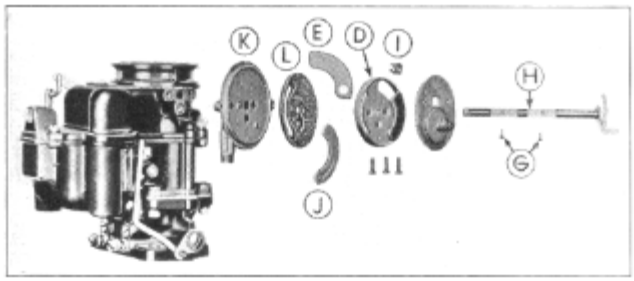

Figure 25
(71) Remove piston plate (D), port plate (J), piston plate strainer (E), cork insulator disc (L), piston plate housing (K), piston plate housing gasket and hot air passage gasket (Figure 25).
(72) Install new cork insulator disc (L) in piston plate housing (K) (Figure 25). Make certain that cork disc is installed so that small hole in cork fits over raised boss. Install port plate (J) in grooved recess in piston plate (D) and install piston plate strainer (E). Install piston plate, screen and port plate to piston plate housing. (Be sure screen is installed with hole to top.) Install piston plate housing gasket and hot air passage gasket and attach to air horn with three attaching screws. Use all new gaskets. If strainer is clogged or damaged, replace.
(73) Install choke piston lever and shaft assembly (H) through air horn and climatic control assembly. Turn shaft with lever ¼ turn counter-clockwise from vertical position and install bakelite choke piston (I) on lever and turn shaft so that piston enters housing.
(126) Install anti-percolating plug and rocker arm assembly using $\frac{7}{16}$″ wrench. To adjust anti-percolator: set throttle valve at .030″ opening between edge of valve and bore of carburetor on same side as port hole. Use a gauge .030″ diameter (tool J-882 included in tune-up kit). Be sure to place gauge in front of idle port hole (insert Figure 25).